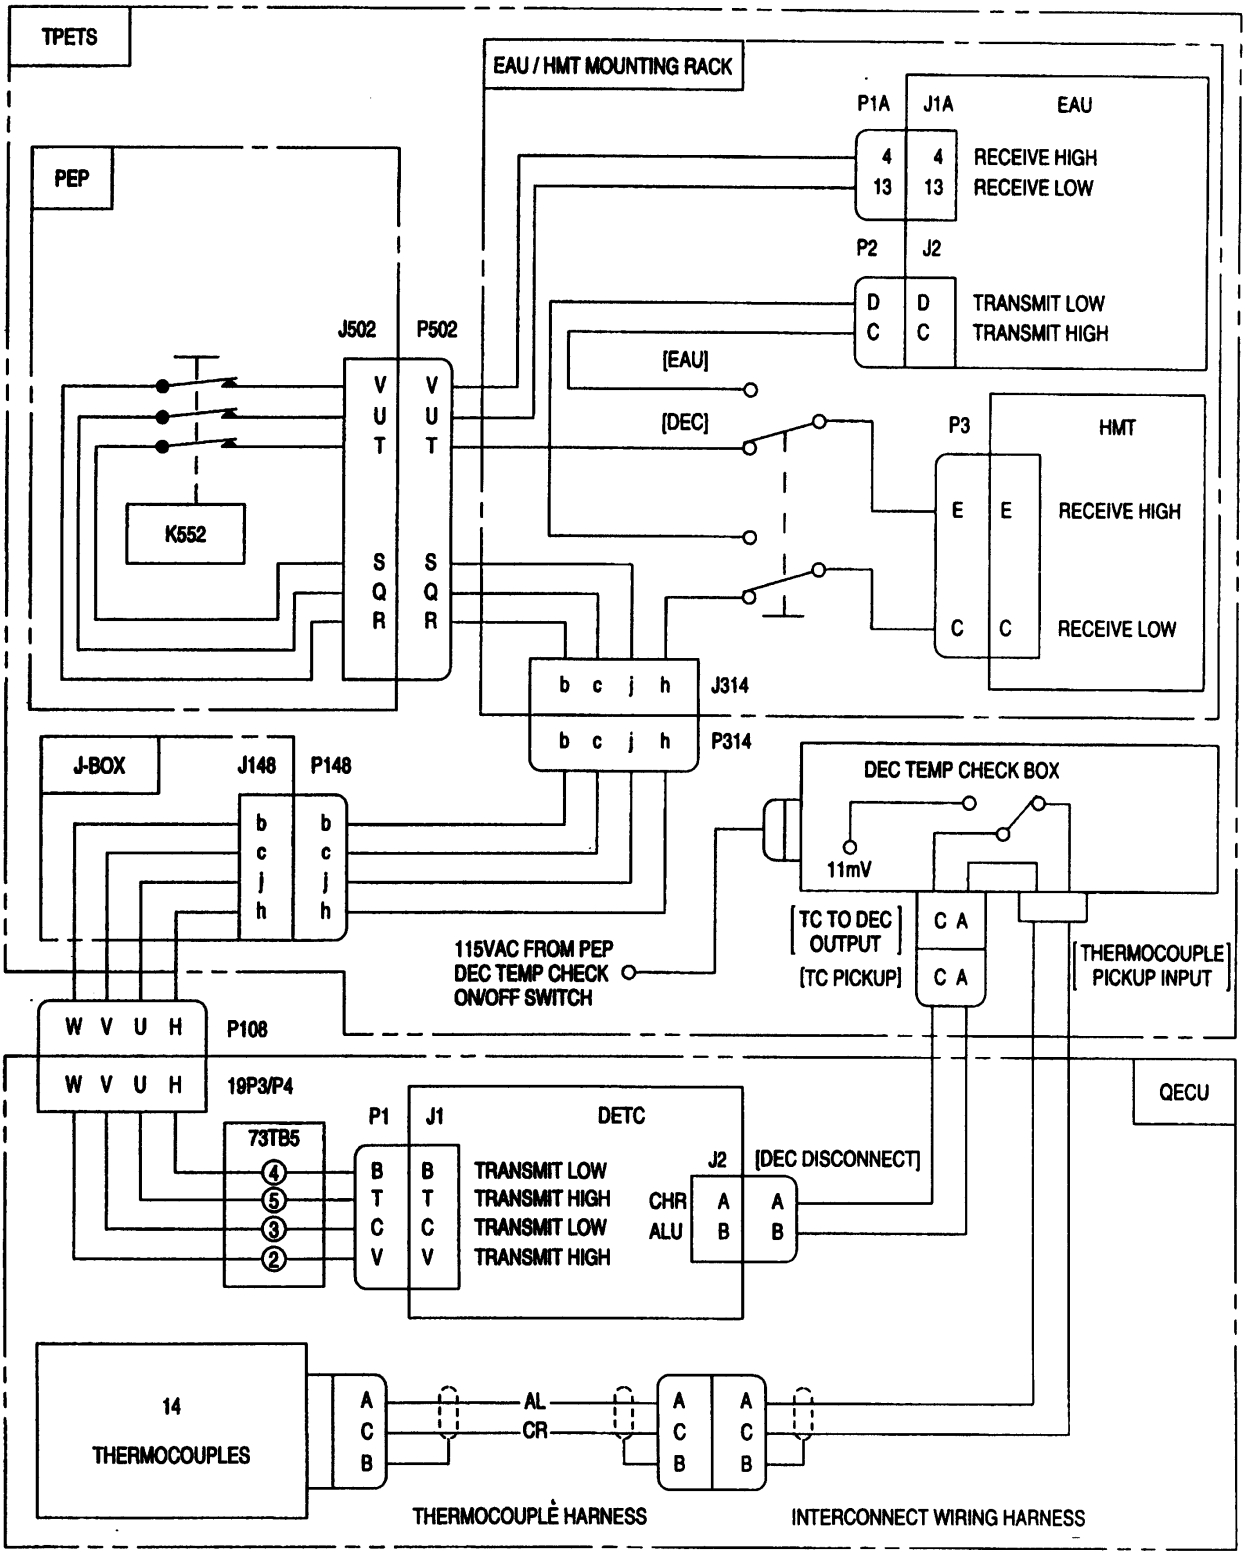

Figure 8. CTMT Components Checkout
27. COMPENSATED TURBINE MEASURED TEMPERATURE (CTMT) COMPONENTS (figure 8). Located in the third–stage turbine vanes, fourteen thermocouples sample turbine exhaust temperatures. To provide an average temperature, thermocouples are wired in parallel and dispersed around the engine centerline. The turbine measured temperature (TMT) signal provided by the thermocouples is sent through the thermocouple wiring harness, the DEC temp check box, and the interconnecting wiring harness to the DETC. To establish the CTMT signal, the DETC processes the TMT signal with compensation for varying CIT and RPM values. The DETC provides the TMT and CTMT signals to the EAU through the RS–422 bus. The EAU uses the CTMT signal to detect hot–start events (table 1). The EAU uses the CTMT and TMT signals in conjunction with other control and EMS signals to determine surge and flameout events (table 1). The EAU also monitors the CTMT signal to determine over–temperature events (table 5).